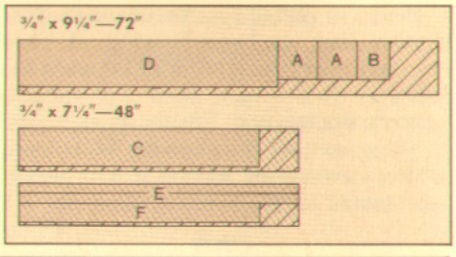

FIGURE 1
After the piece for the supports is ripped to width, the two end supports (A) are cut off 6⅞" long, see Detail A in Fig. 1. Then the center support (B) is cut to 5½" long, see Detail B.
After the supports are cut to size, a template is made to lay out the curved profile. To do this, begin by cutting a piece of posterboard 6⅞" wide by 6½" high, see Fig. 1. (Note that the pattern is the actual size of the end support pieces, which is wider than it is high.)
ARCS. The profile is determined by the arcs of three circles, see Fig. 1. To strike these arcs, begin by locating the center point of each and making part of a circle with a compass. Next, connect the upper and middle arcs with a straight line. Then measure ¼" straight out from the radius of the small, bottom arc to create the shoulder and cut out the pattern.
TRACE TEMPLATE. Now the profile can be transferred to the support pieces. When tracing the pattern, make sure the front and top edges of the template are flush with the front and top edges of the pieces, see Fig. 1.